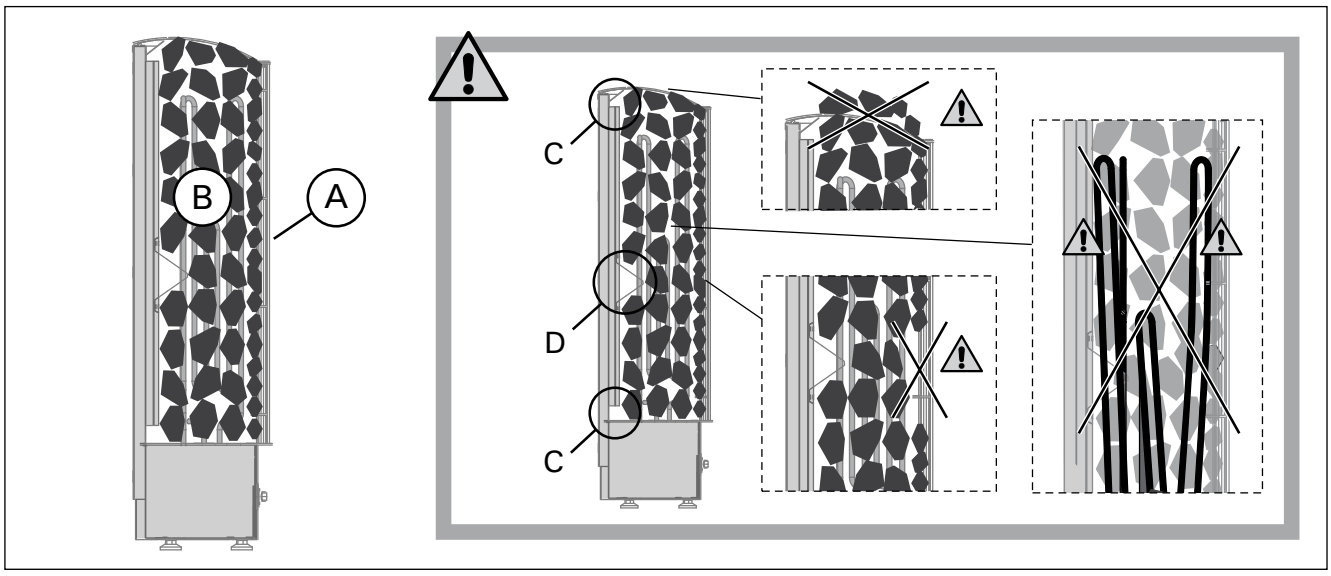

Рисунок 1. Укладка камней
1.1. Укладка камней (рис. 1)
- Рис. 1, C: Не перекрывайте верхний и нижний концы возуховода.
- Рис. 1, D: Не кладите камни внутрь скобы.